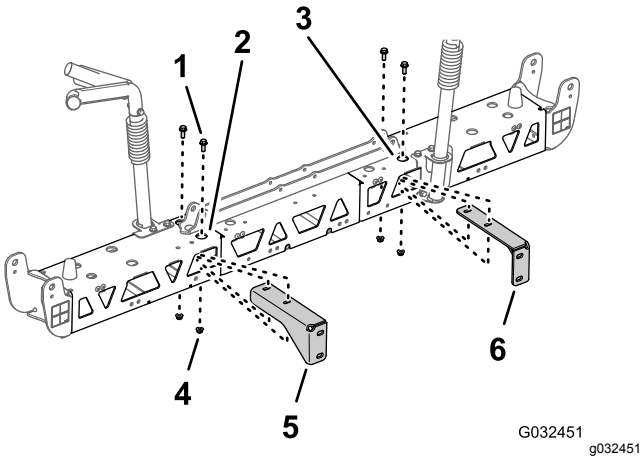

Figuur 54
2. Lijn de openingen in de rechter steunbeugel uit met de openingen in het rechter frame, zoals getoond in Figuur 54.
3. Monteer de rechter steunbeugel tegen het rechter frame (Figuur 54); gebruik hierbij de 2 flenskopbouten (3/8 x 1") en 2 flensborgmoeren (3/8") die u verwijderd hebt in stap 2 en 3 van De steunbeugels van de middelste spuitboom verwijderen (bladz. 24).
4. Herhaal stap 2 en 3 voor de linker steunbeugel aan het linker frame (Figuur 54).